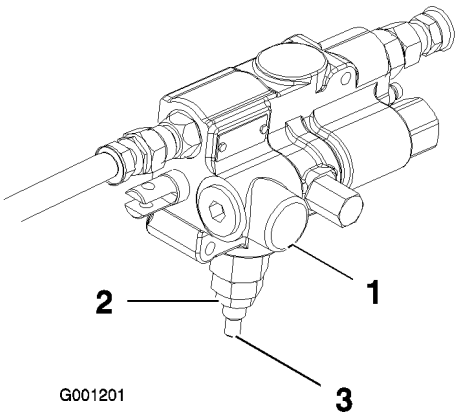

Figur 13
4. Lossa kontramuttern längst ned på lyftventilen (Figur 13). Lyftventilen sitter på maskinens högra sida.